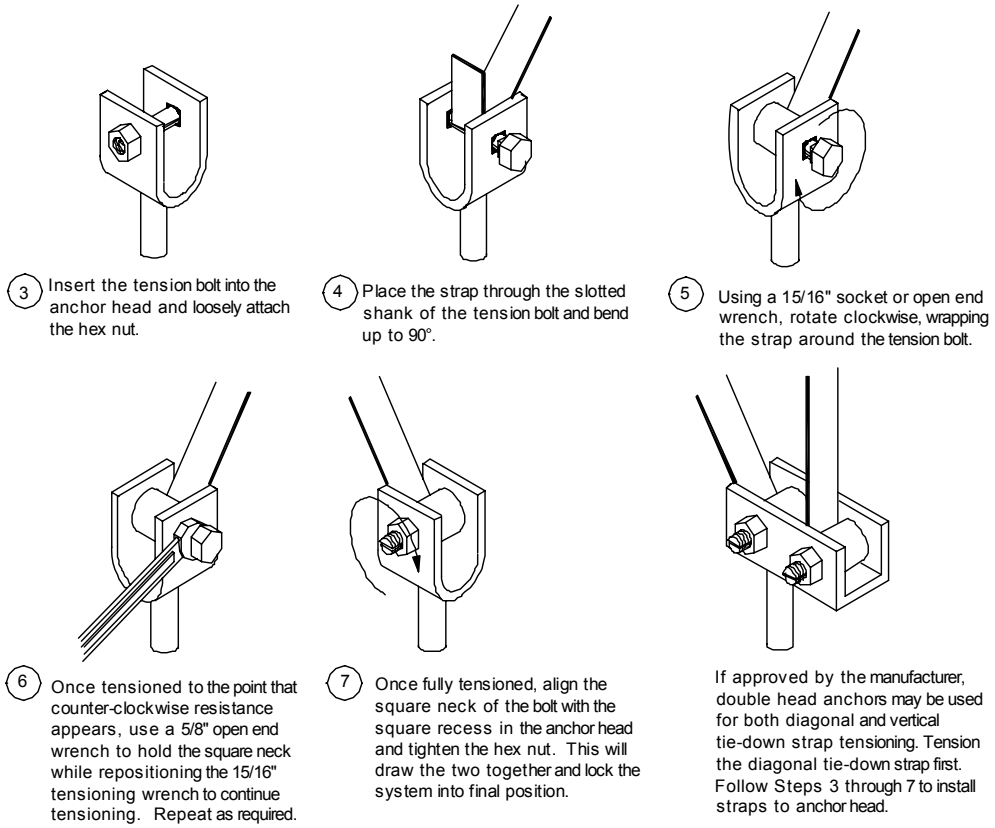

Figure 79. *Procedure for connecting the strap to frame and anchor*
2. **Connect strap to anchor.** Connect the other end of the strap to the split bolt in the anchor. Leave enough strap length to be able to make at least three, but no more than five complete turns around the bolt before it becomes tight (approximately 2 1/2 inches per turn or 7 1/2 to 13 inches total). Fewer than three turns and the strap may not hold onto the bolt when force is applied. Conversely, more than five turns may not fit within the U-channel of the anchor head. Follow the procedure outlined in **Figure 79**.